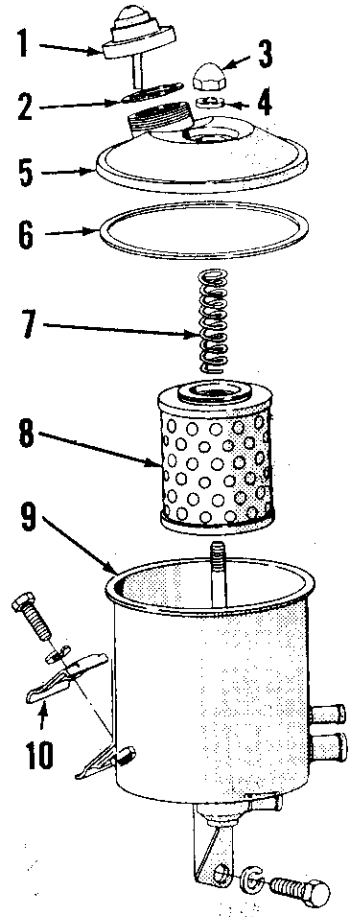
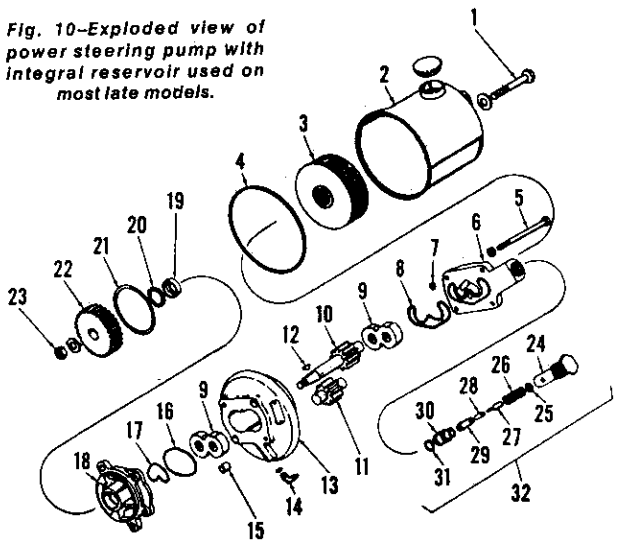

Fig. 6–Exploded view of power steering reservoir and filter assembly used on early models.
Fig. 10–Exploded view of power steering pump with integral reservoir used on most late models.
10. **FLUID AND BLEEDING.** Recommended power steering fluid is Ford M2C41-A oil. Maintain fluid level to full mark on dipstick (1—Fig. 6); reservoir assembly (5—Fig. 5) on early models is located under engine hood directly behind radiator. On late models, reservoir is mounted on pump (25). After each 600 hours of operation, it is recommended that the filter element (8—Fig. 6 or 3—Fig. 10) be renewed, any oil in reservoir be removed with suction gun and that the reservoir be refilled to full mark on dipstick with new, clean oil.
On late models, pump must be disassembled to adjust opening pressure. Refer to paragraph 12 and Fig. 10. Shims (25) control system pressure and are available in thicknesses of 0.010, 0.015 and 0.060. A change of 0.005 in total shim pack thickness will alter system pressure about 35 psi. Late pump does not contain a flow control valve.
On models with integral pump and reservoir refer to Fig. 10. Clean pump and surrounding area and disconnect pump pressure and return lines. Remove the two cap screws securing pump to engine front cover and lift off pump and reservoir as a unit. Drain the reservoir and remove through-bolt (1), reservoir (2) and filter (3).